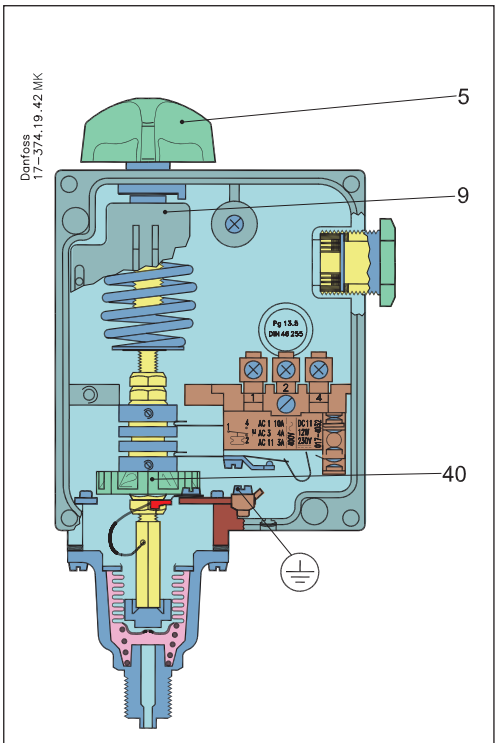
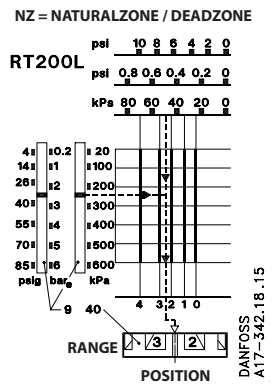
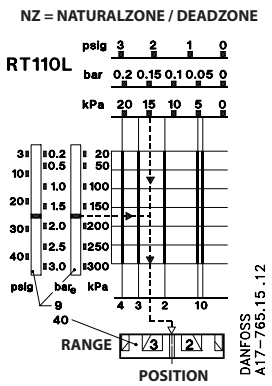

Fig. 8
Fig. 12
Fig. 13
The interval in the controlled variable in which the correcting element does not respond (see fig. 13)
The range is set using the setting knob (5) fig. 8 while reading the range scale (9). The pressure set is the break pressure for contacts 1-4 (see fig. 13).
The required neutral zone can be found in the diagram for the unit concerned. The position at which the neutral zone disc (40) must be set can be read from the lower scale in the diagram. The function can be seen in fig. 13.
The RT 200L must be set using the setting knob (5) fig. 8 page 9 at 3.5 bar (35 m wg) minus the fixed differential of 0.2 bar.
The neutral zone, 35 - 32 = 3 m wg, corresponding to 0.3 bar, must be set on the neutral zone disc (40) fig. 8 page 9. According to the diagram fig. 12 the disc setting is 1 or just over. A more accurate setting can be obtained by using the test setup shown in fig. 14.